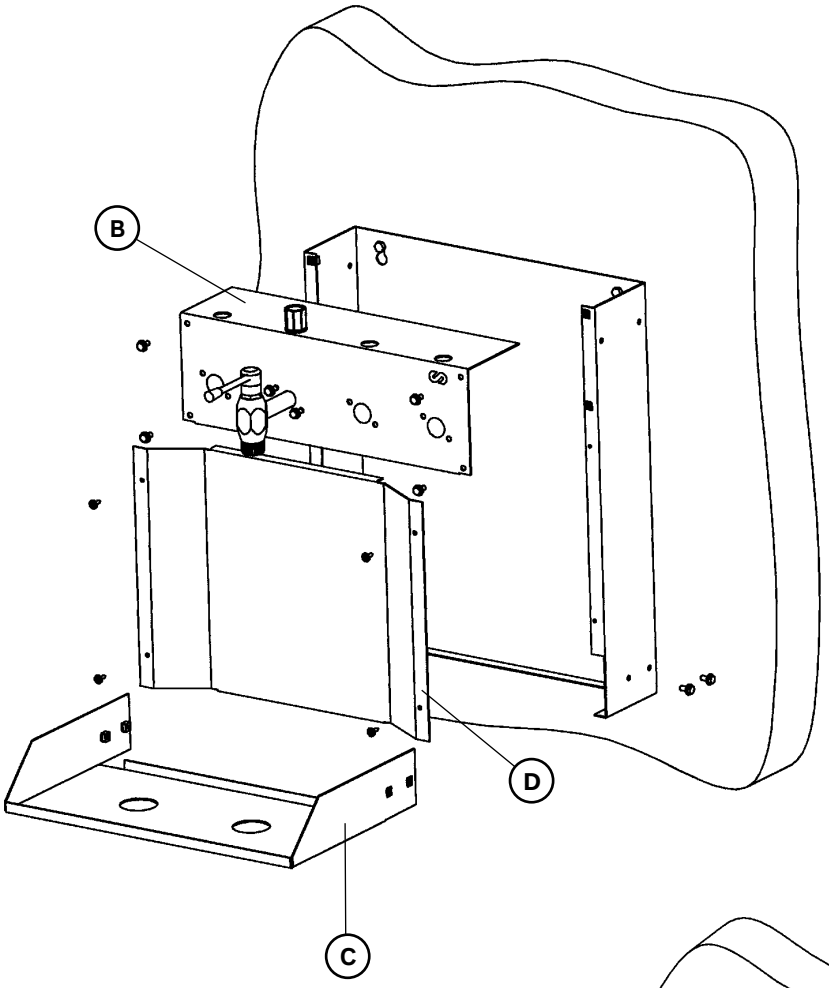

Fig. 3
2. Use the M6 screws supplied to assemble front part (B) followed by the collecting tray (C). Finally place the front cover (D) by using the lag screws. (See figure 3).
2. Monte el resto del equipo comenzando por el frontal (B), la cubeta (C), utilizando para ello los tornillos de M6 suministrados, y el cierre frontal (D), utilizando los tornillos de rosca chapa (Fig. 3).
2 Monter le reste de l'équipement en commençant par la partie frontale (B) ainsi que l'égouttoir (C) à l'aide de vis M6 (fournies) et le double fond frontal (D) à l'aide de vis filetage acier (voir figure 3).